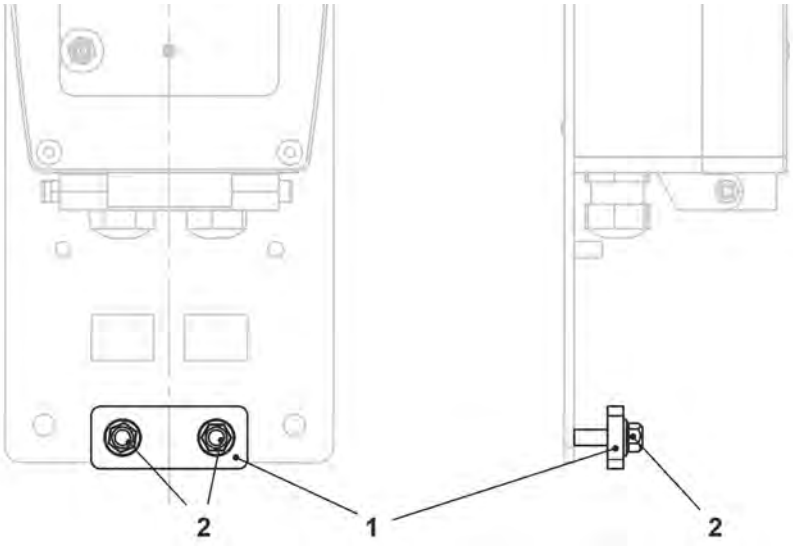

Fig 24-4 Serre-câble pour câble de capteur (pour appareils Ex)
6. Pour les appareils Ex, faire passer les câbles des capteurs sous la plaque (Fig 24-4, pos. 1) du serre-câble. Le cas échéant, il faut d'abord desserrer un peu les deux écrous (Fig 24-4, pos. 2).
10. Coincer le câble du capteur (sans charge de traction vers le bas) en serrant les écrous du serre-câble (Fig 24-4).